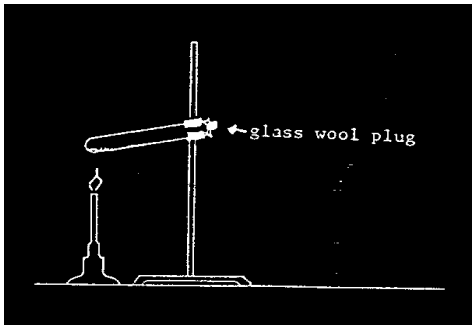

Figure 1 - Apparatus for Decomposition of Potassium Chlorate
1. Add a small amount of manganese(IV) oxide (about half as large as a pea) to a clean, dry test tube and determine the mass of the tube and manganese(IV) oxide on an *analytical balance*. Record this mass, using the proper number of significant figures and units, in the Data Section.
6. Clamp the test tube to a ring stand as shown in Figure 1. Be sure that the clamp does not have plastic sleeves as these will burn during the experiment. Place the clamp near the open end of the test tube so that the clamp will not melt while the test tube is being heated. Be sure the open end of the test tube is not pointed toward anyone or toward the lab aisles.